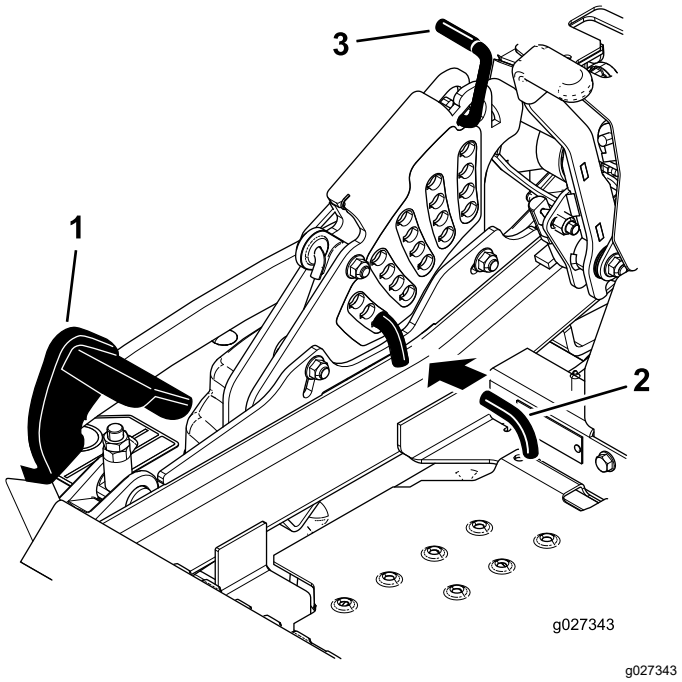

**Figur 29**
(også klippehøjdepositionen på 140 mm) som vist i Figur 29.
3. Du kan justere højden ved at rotere splitten 90 grader og fjerne splitten fra klippehøjdebeslaget (Figur 29).
4. Vælg et hul i klippehøjdebeslaget, som svarer til den ønskede klippehøjde, og sæt splitten i (Figur 29).